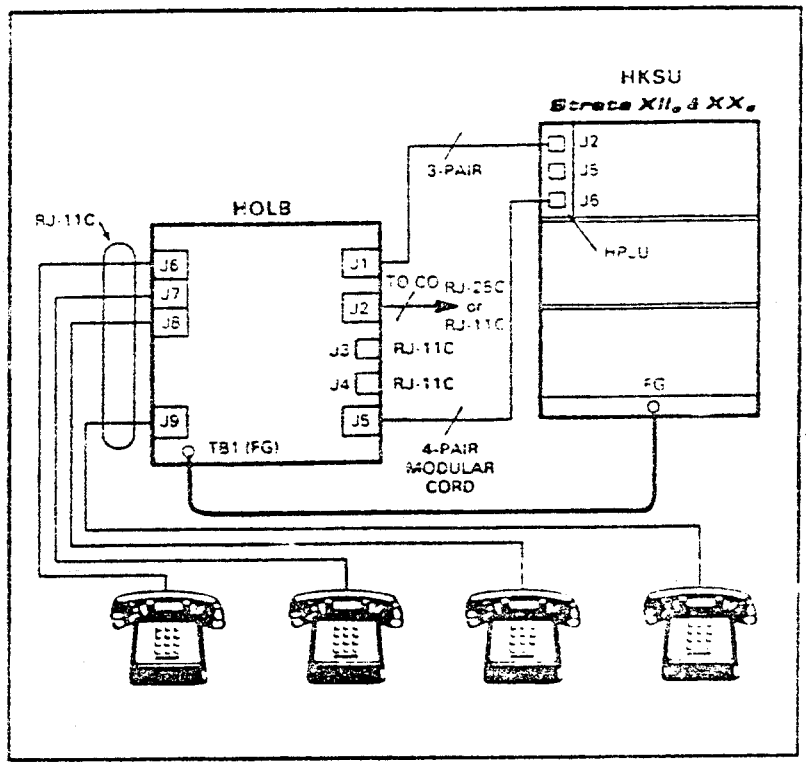

FIGURE 20 — HOLB CABLING
06.71 When using the HOLB unit, the CO lines are connected to the CO1, CO2, CO3 connectors (J2, J3, and J4) on the HOLB unit (Figure 20). Then, a 6-wire cable from the CO1, 2, 3 OUT (J1) connector on the HOLB is connected to the J2 modular connector on an HPLU PCB (that has been installed in place of an HCOU). This HOLB/HPLU connection is required for each HOLB module installed. Connect the provided 8-wire modular cable from the OPL (J5) connector on the HOLB to the OPL Data (J6) connector on the HPLU PCB (see Figure 20). Connect the provided green ground wire between TB1 (FG) on the HOLB and the steel bar across the bottom of the HKSU.
06.73 TEL1 (J6), TEL2 (J7) and TEL3 (J8) connectors on the HOLB connect to standard single-line telephones or other tip-and-ring devices that serve as off-premise lines (see Figure 20). The HUNT (J9) connector connects to a standard telephone, answering machine or other device to which OPL calls hunt (see **Program 0#9**, OPL Hunting).